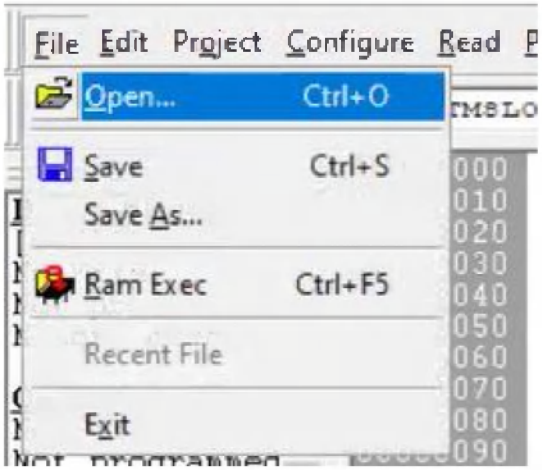

Рисунок 57
5.3.6 На верхней панели нажать кнопкуFile–>Open (Рисунок 57).